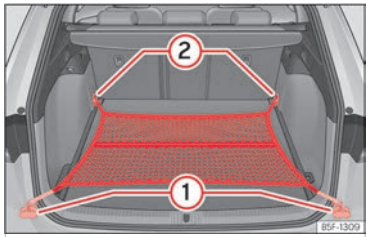

Fig. 204 En el maletero: bolsa de red enganchada a ras del suelo.
- Fije los ganchos de la red en las argollas de amarre ››› fig. 204 ① y ② ››› ⚠. La cremallera de la bolsa tiene que quedar hacia arriba.